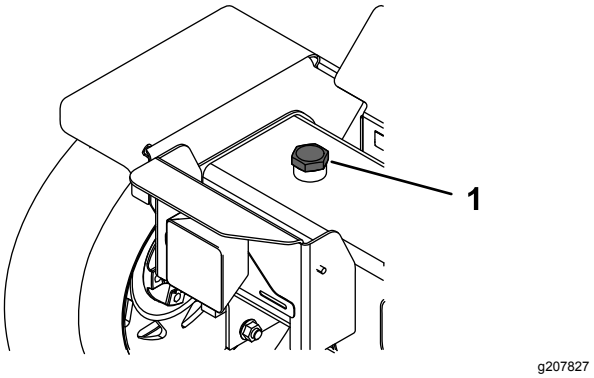

Figure 34
8. Si le niveau est trop bas, retirez le bouchon de remplissage et versez lentement la quantité de liquide hydraulique nécessaire dans le réservoir pour amener le niveau au cran supérieur sur la jauge (Figure 34).